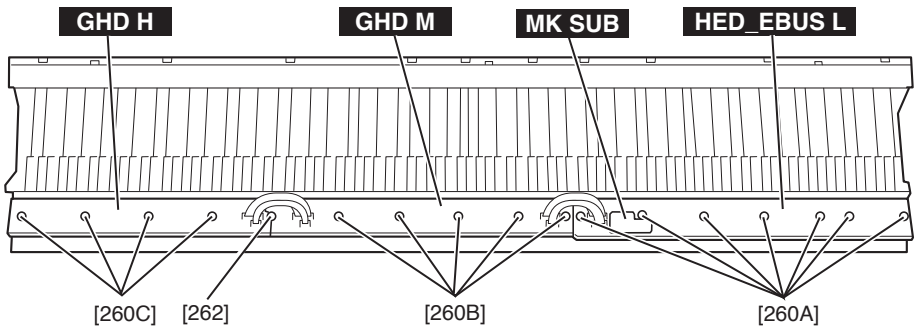
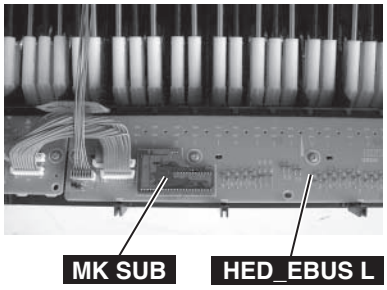

Fig.19（図 19）
Fig.20（図 20）
Remove the seven (7) screws marked [260A]. The HED_EBUS L and MK SUB circuit boards can then be removed. (Fig.19,Fig.20)
[260A] のネジ 7 本を外し、HED_EBUS L, MK SUB シートを外します。(図 19, 図 20)
Remove the five (5) screws marked [260B] and the screw marked [262]. The GHD M circuit board can then be removed. (Fig.19)
[260B] のネジ 5 本と [262] のネジ 1 本を外し、GHD M シートを外します。(図 19)
Remove the four (4) screws marked [260C] and the screw marked [262]. The GHD H circuit board can then be removed. (Fig.19)
[260C] のネジ 4 本と [262] のネジ 1 本を外し、GHD H シートを外します。(図 19)
Tighten the seven (7) screws marked [260A] to fix the HED_EBUS L and MK SUB circuit boards. (Fig.19,Fig.20)
Tighten the five (5) screws marked [260B] and the screw marked [262] to fix the GHD M circuit board. (Fig.19)
Tighten the four (4) screws marked [260C] and the screw marked [262] to fix the GHD H circuit board. (Fig.19)
HED_EBUS L シートと MK SUB シートを取り付け、[260A] のネジ 7 本を取り付けます。(図 19, 図 20)
GHD M シートを取り付け、[260B] のネジ 5 本と [262] のネジ 1 本を取り付けます。(図 19)
GHD H シートを取り付け、[260C] のネジ 4 本と [262] のネジ 1 本を取り付けます。(図 19)